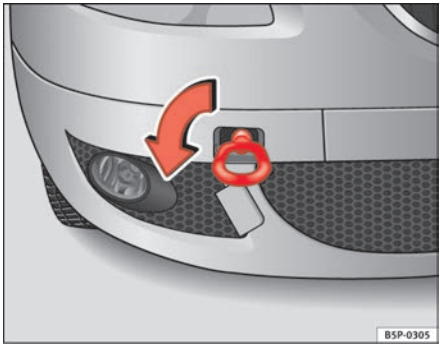
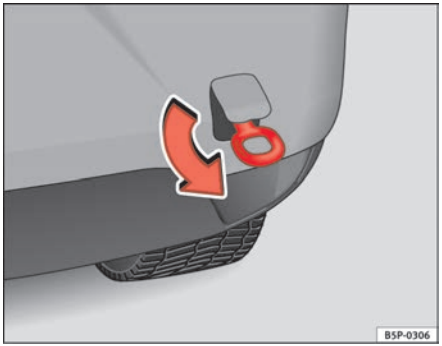

Fig. 204 The front right section of the vehicle: Fitting the front towing eye
Fig. 205 Fitting the towing eye to the rear of the vehicle
– Screw the towing eye as shown by arrow *anti-clockwise* to the limit position in the front ⇒ page 268, fig. 204 or rear ⇒ page 268, fig. 205 threaded hole. ■